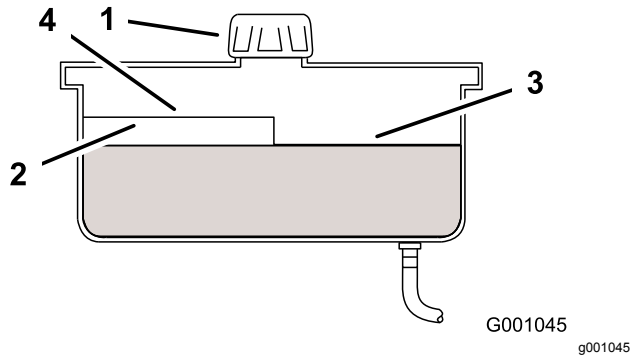

Figur 52
4. Gör rent omkring påfyllningsröret och locket på hydraultanken (Figur 52).
5. Ta bort locket från påfyllningsröret. Titta inuti och kontrollera om det finns någon olja i behållaren (Figur 52).
Obs: När oljan är varm når oljenivån upp till överkanten på markeringen för varmt på skärmen (Figur 52).